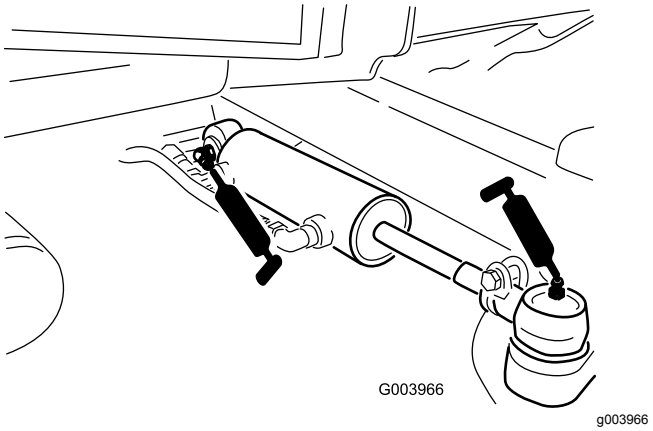

Figur 68
- Styrcylinderns kulleder (2) (Figur 68)